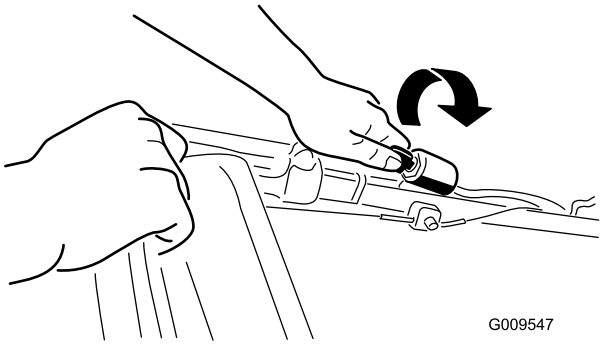
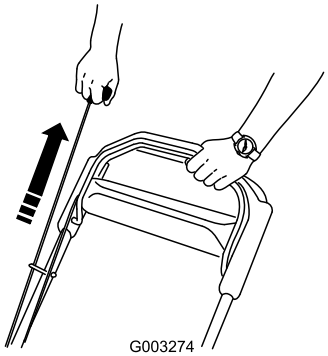

**Figur 14**
**Figur 15**
2. Vrid tändningsnyckeln (Figur 14) eller dra i startsnöret (Figur 15).
**Obs:** Dra lätt i starthandtaget tills du känner motstånd och dra sedan kraftigt (Figur 15). Låt snöret sakta gå tillbaka till handtaget.